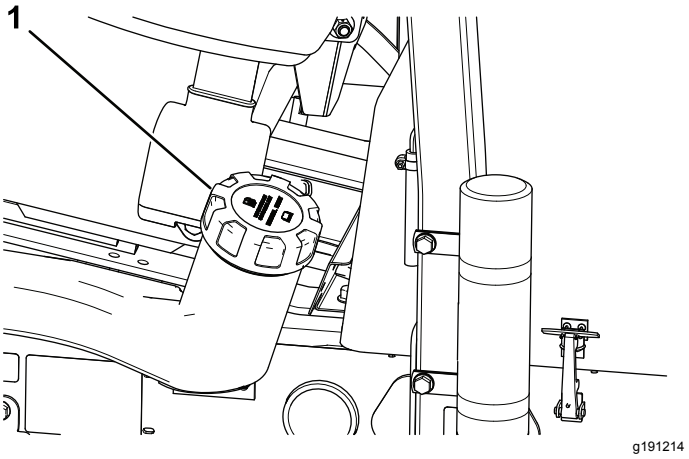

Figur 38
1. Rengjør området rundt drivstofftanklokket (Figur 38).